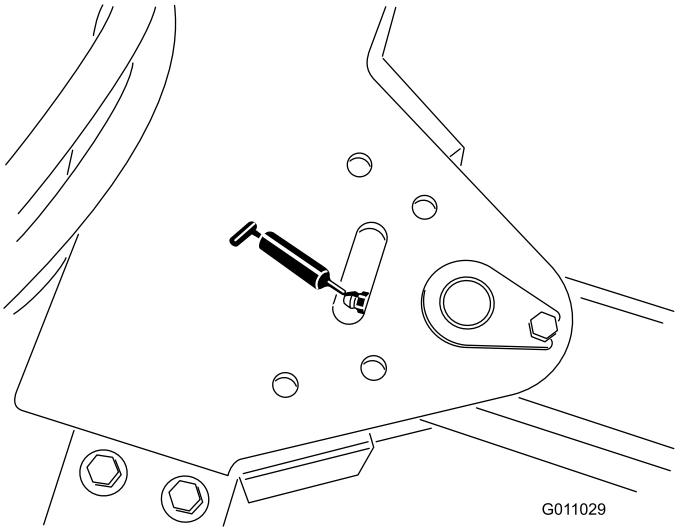

Figur 33
- Drejeleddet på anhængertrækstangens trækkrog (1) (Figur 33).